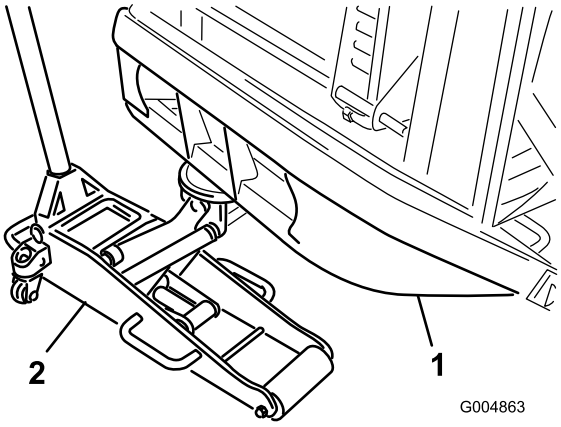

Figur 29
1. Placer en egnet donkraft under bageste kofangerrør, hæv maskinens bagende, og understøt den med støttebukke (Figur 29).